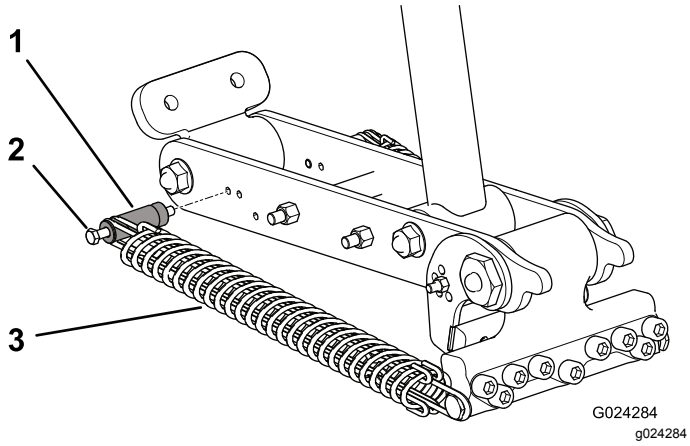
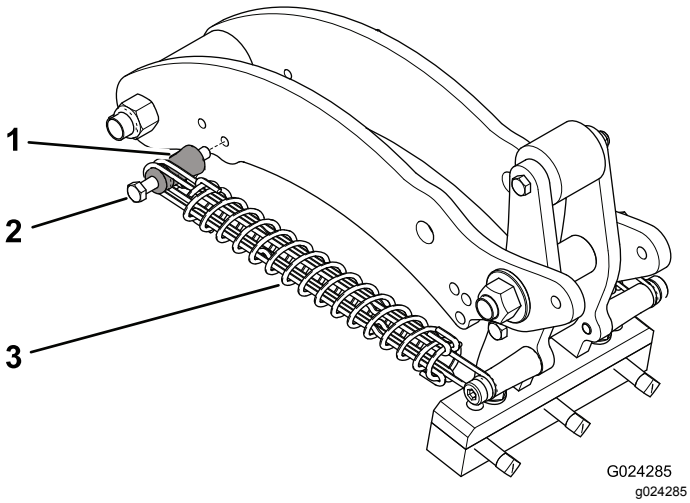

Figur 41
Figur 42
4. Ta bort muttern som låser fast skruven för fjäderns monteringshållare i länkarmen (Figur 41 eller Figur 42).
5. Ta bort bulten och monteringshållaren från länkarmen och sätt tillbaka dem i ett annat justeringshål (Figur 41 eller Figur 42).